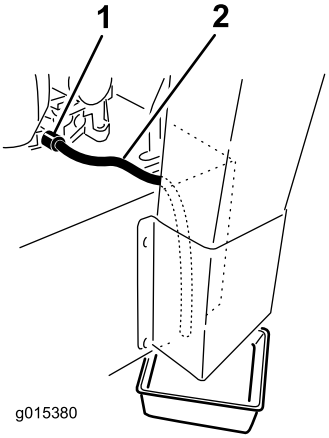

**Rysunek 36**
**Informacja:** Odkręć zawór spustowy oleju i pozwól, aby olej spłynął (Rysunek 36).